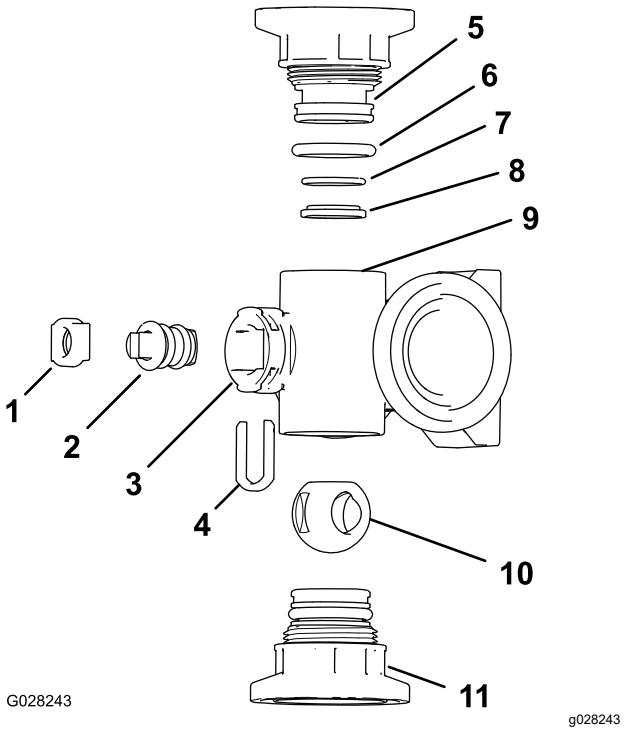
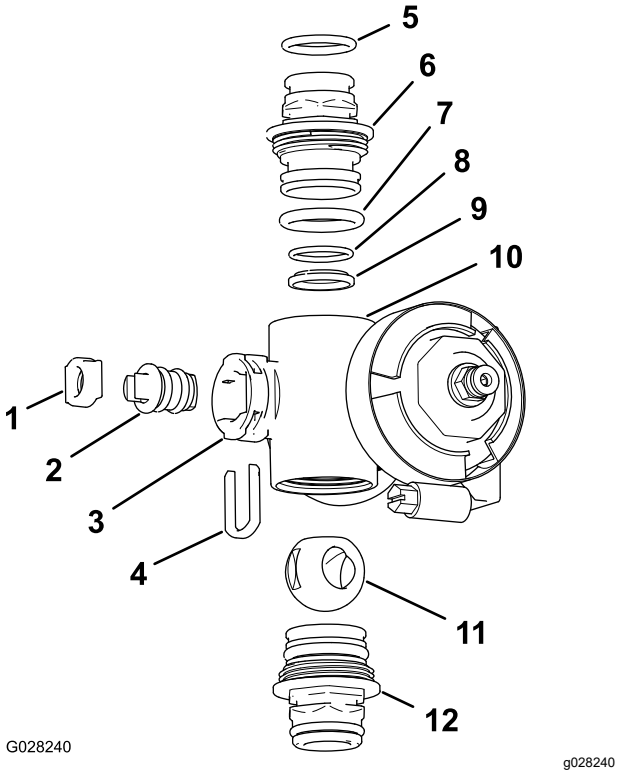

Figur 77
Figur 78
2. Fjern de 2 endedækselfittinger fra hver ende af manifoldhuset (Figur 77 og Figur 78).
4. Fjern spindelholderen fra åbningerne i spindelporten i manifolden (Figur 77 og Figur 78).
5. Fjern spindelholderen og ventilspindelsædet fra manifolden (Figur 77 og Figur 78).
6. Tag ventilspindelenheden ud af manifoldhuset (Figur 77 og Figur 78).
1. Kontroller udgangsfittingens O-ringe (kun sektionsventilmanifold), endedækslets O-ringe, kontrasædets O-ringe og kuglesædet for skader eller slitage (Figur 77 og Figur 78).
2. Smør silikonefedt på ventilspindelen, og placer den i ventilspindelsædet (Figur 77 og Figur 78).
3. Monter ventilspindelen og sædet i manifolden, og fastgør spindelen og sædet med spindelholderen (Figur 77 og Figur 78).
4. Sørg for, at kontrasædets O-ring og kuglesædet flugter med hinanden og er placeret i endedækselfittingen (Figur 77 og Figur 78)
5. Monter endedækselfittingen på manifoldhuset, så flangen på endedækselfittingen rører manifoldhuset (Figur 77 og Figur 78), og drej derefter endedækselfittingen yderligere ⅛ til ¼ omgang.